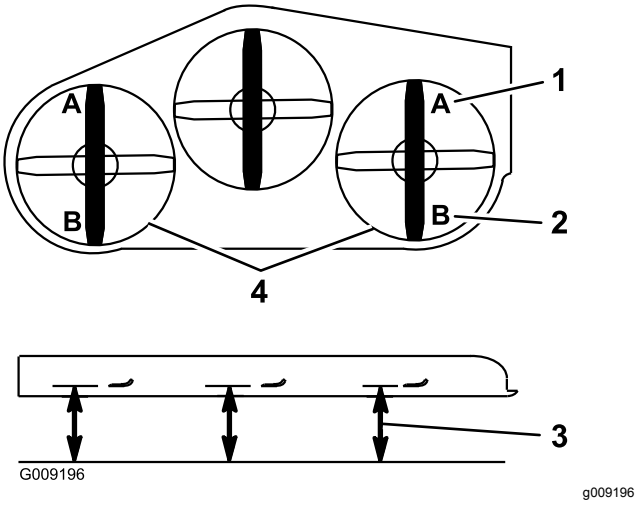

Figuur 107
9. Meet aan beide zijden van het maaidek vanaf het horizontale oppervlak tot de voorste punt van het maaimes (punt A); zie Figuur 107.
15. Meet aan beide zijden van het maaidek vanaf het horizontale oppervlak tot de achterste punt van het maaimes (punt B); zie Figuur 107.